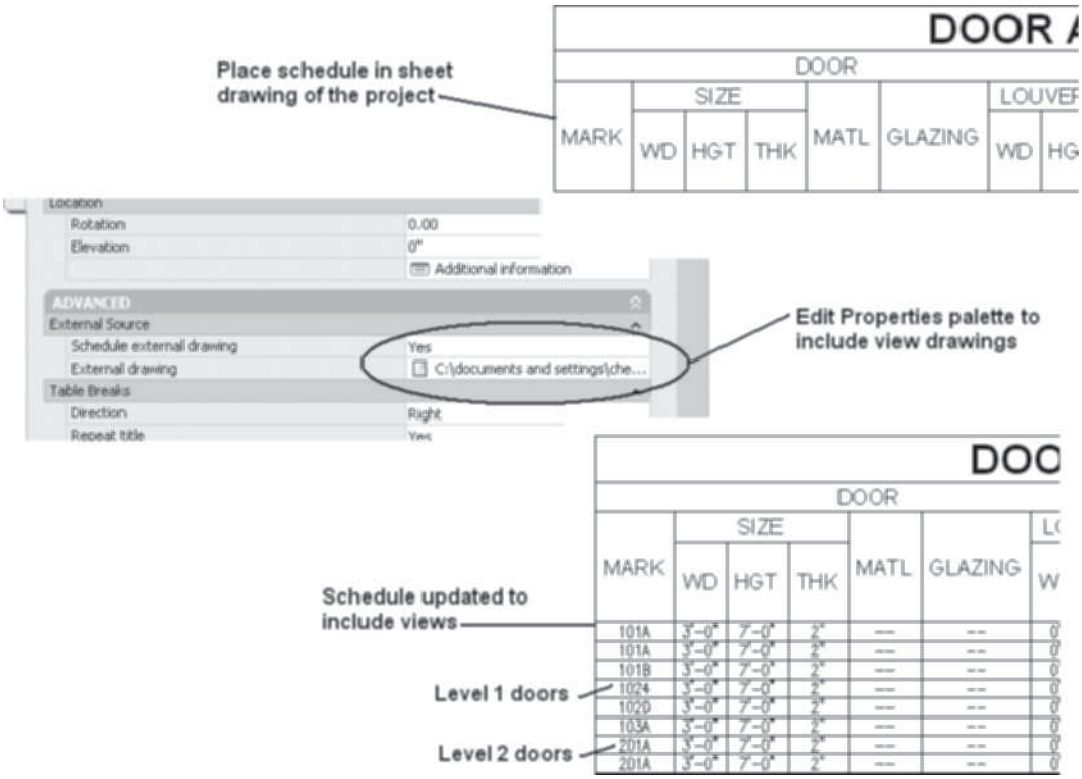

FIGURE 11.77 *Creating a comprehensive project door schedule*
The comprehensive schedule is developed in a Sheet drawing from the data located in View drawings. After placing a schedule in the Sheet drawing, toggle ON **Schedule external drawing** and specify the View drawings to include in the **External drawing** field of the **Schedule** properties palette as shown in Figure 11.77. When you update the schedule, the data from the View drawings specified will be displayed in the schedule.
6. Select the schedule, right-click, and edit the **External Source** section of the **Properties** palette as follows: toggle **Yes** for **Schedule external drawings** and edit **External drawing path** to include the View drawings of the project, as shown in Figure 11.77.